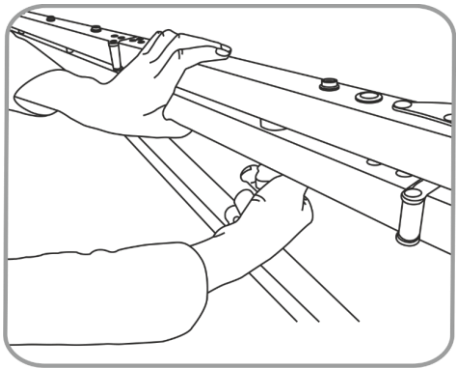
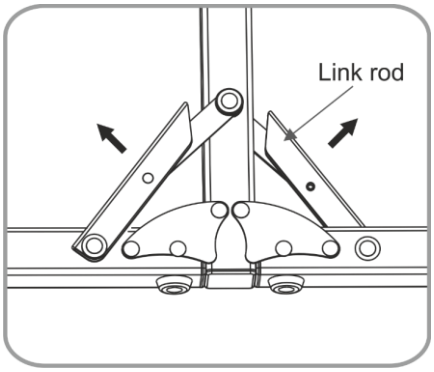

**Afb. 20**
**Afb. 21**
04) Verwijder de schroeven van beide poten en maak de poten los (afb. 20). Trek de hoekverbindingsstukken van de poten los en verwijder de schroeven. Schuif de pootbuizen in en draai de schroeven weer vast. Ontgrendel de draaischarnieren en vouw de framepoten samen (afb. 21, 22 en 23).